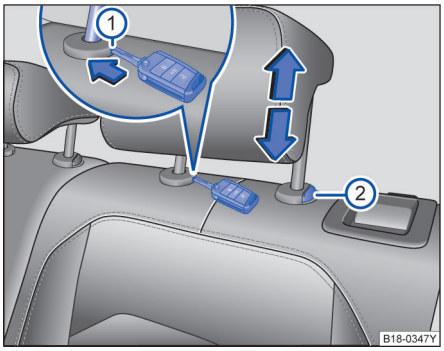

图 42 拆卸和安装后排头枕
- 将打开的轿车钥匙头插入护套的槽内⇒图 42①。
- 同时按压按钮②，另一人将头枕完全拔出。